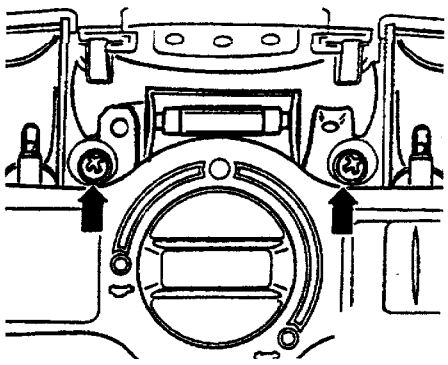

图 6－79
(1) 拆卸
①小心地撬出车内顶灯的灯罩。
②撬开固定螺钉（夹紧螺钉如图 6－79 箭头所示）。